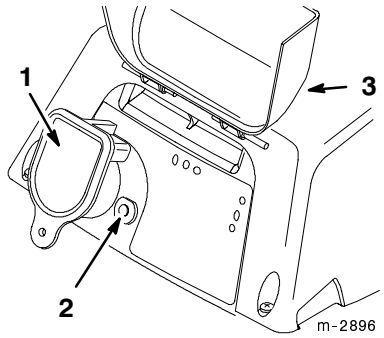

Abbildung 16
Der Rasenmäher läuft nur, wenn der Schlüssel fest in der Dose sitzt (Abb. 16). Um versehentlichen Start oder unberechtigten Einsatz des Rasenmähers zu vermeiden, immer den Schlüssel aus der Dose abziehen, wenn der Rasenmäher unbeaufsichtigt bleibt. Der Schlüssel hat einen Schaft mit einem Loch, an dem er für Kinder unzugänglich an einem Nagel aufgehängt werden kann. **Das Warnetikett auf dem Schlüssel durchlesen!**
2. Die Regenhaube hochheben und den Schlüssel fest in die Dose stecken (Abb. 16).
2. 30 bis 60 Sekunden warten, bevor der Überlastschalterknopf gedrückt wird (Abb. 16).